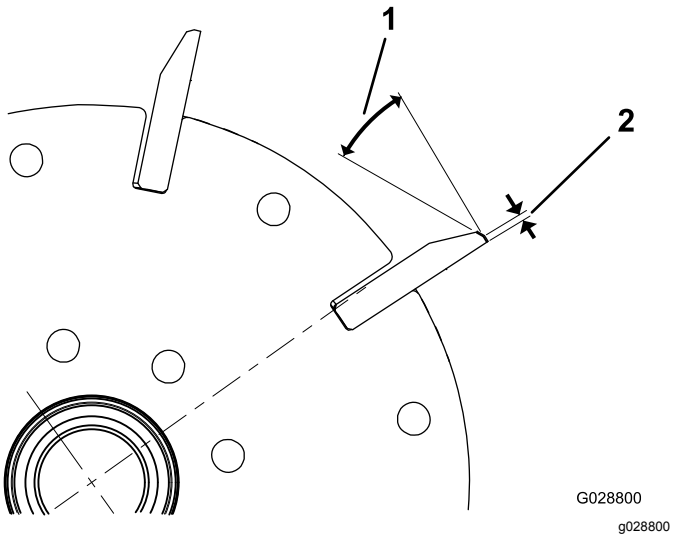

Rysunek 25
1. Przeprowadzić szlifowanie profilujące wszystkich ostrzy wirnika pod kątem 30°, aż szerokość powierzchni czołowej wyniesie 1,3 mm (Rysunek 25.